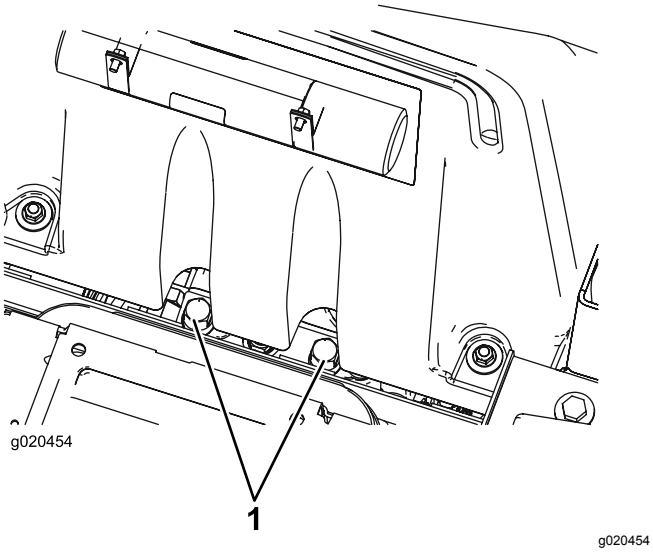

Figur 55
1. Hev setet. Omløpsventilene finnes under fronten på drivstofftanken (Figur 55).